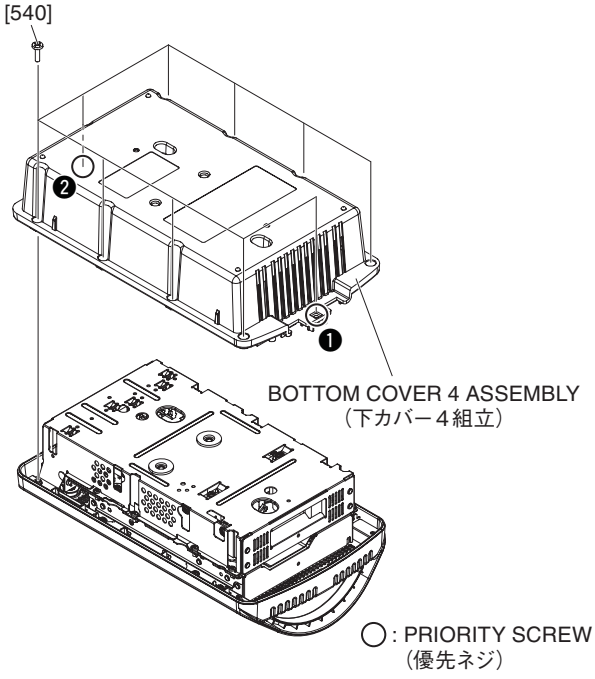

Fig. B-1 (図B-1)
B-1-1 Remove the ten (10) screws marked [540]. The bottom cover 4 assembly can then be removed. (Fig. B-1)
* ***When installing the bottom cover 4 assembly, first tighten the two (2) priority screws in order as shown in Fig. B-1.***
B-1-1 [540] のネジ 10 本を外して、下カバー 4 組立を外します (図 B-1)
※ 下カバー 4 組立を取り付けるときには、優先ネジ 2 本を図に示す順で先に締めてください。(図 B-1)